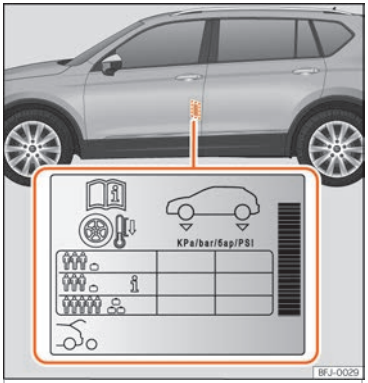

Fig. 250 Emplacement de l'autocollant de gonflage des pneus.
- Si le véhicule est fortement chargé, adaptez la pression des pneus en conséquence ››› fig. 250.
Les valeurs de pression de gonflage figurent sur l'étiquette adhésive située sur la face arrière du cadre de la porte avant gauche ››› fig. 250.
Il est possible d'adapter la pression de gonflage des pneus sous charge moyenne en fonction du véhicule afin d'améliorer le confort de conduite (pression de gonflage i ››› fig. 250). Lorsque vous roulez avec une pression de gonflage de confort, la consommation de carburant peut légèrement augmenter. »
Adaptez la pression de gonflage des pneus à la charge du véhicule. Si le véhicule est chargé au maximum, vous devez augmenter la pression de gonflage jusqu'à la valeur maximale de charge indiquée sur l'étiquette adhésive ››› fig. 250.
Dans le cas d'une roue de secours de taille réduite (125/70 R18), la gonfler à une pression de 4,2 bar comme indiqué sur l'autocollant de pression des pneus ››› fig. 250.
- **Le conducteur est responsable de la pression correcte de tous les pneus de son véhicule. La pression de gonflage recommandée est indiquée sur un autocollant ››› fig. 250.**
- **Sur les pneus à froid, la pression devra toujours être celle indiquée sur l'autocollant ››› fig. 250.**